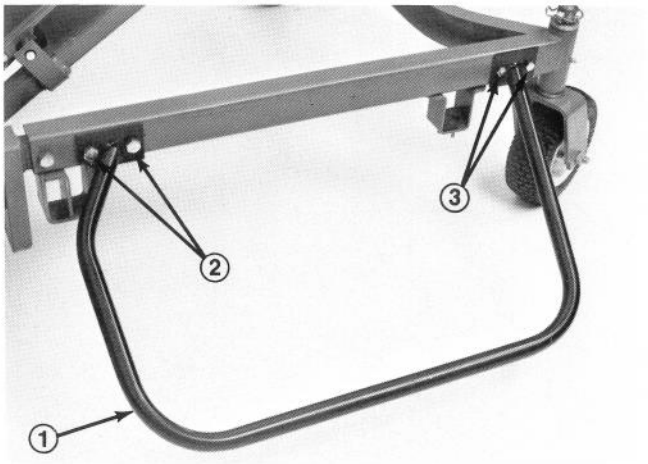

Figure 16
2. Remove two forward 1/2-13 x 1½" capscrews at the lift arm/carrier frame connection (Fig. 16). Align the bumper with the two holes, center punch and
3. Mount bumper and secure with (2) 1/2-13 x 1-1/2" capscrews at lift arm/carrier frame connection and (2) 3/8-16 x 1" capscrews and 3/8-16 flange locknuts at the front bracket location. Torque the 1/2-13 x 1-1/2" capscrews to 70-80 ft-lb (Fig. 16).